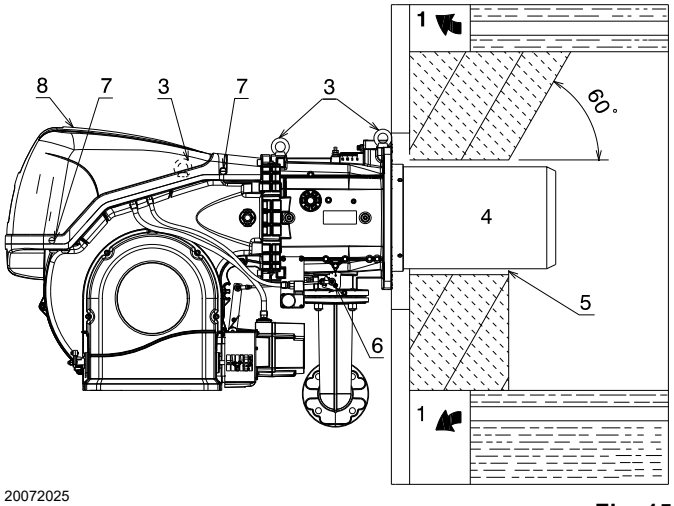

Fig. 15
Per le caldaie con giro dei fumi anteriore 1)(Fig. 15), o con camera ad inversione di fiamma, eseguire una protezione in materiale refrattario 5), tra refrattario caldaia 2) e imbuto fiamma 4).
Per le caldaie con il frontale raffreddato ad acqua non è necessario il rivestimento refrattario 2)-5)(Fig. 15), se non vi è espressa richiesta del costruttore della caldaia.
Predisporre un adeguato sistema di sollevamento agganciandosi agli anelli 3)(Fig. 15).
- Infilare la protezione termica data a corredo sul boccaglio 4)(Fig. 15).